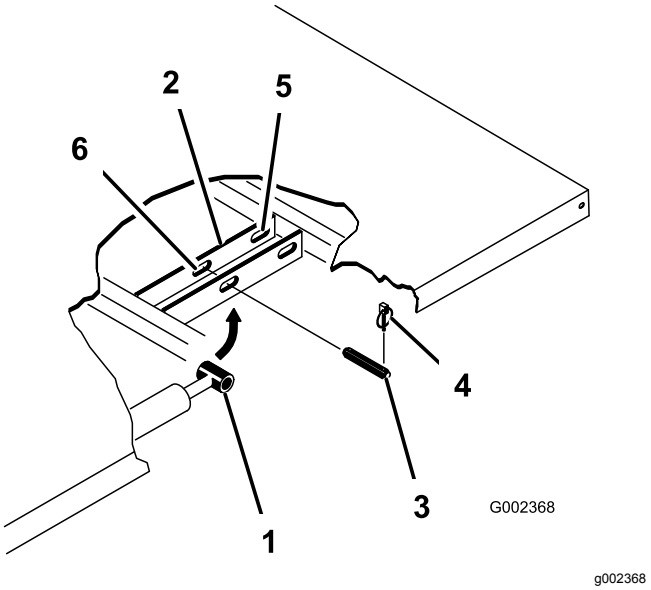

Figur 3
4. Ta bort hjulsprintarna från de yttre ändarna av cylinderstavens sprintbultar (Figur 3).